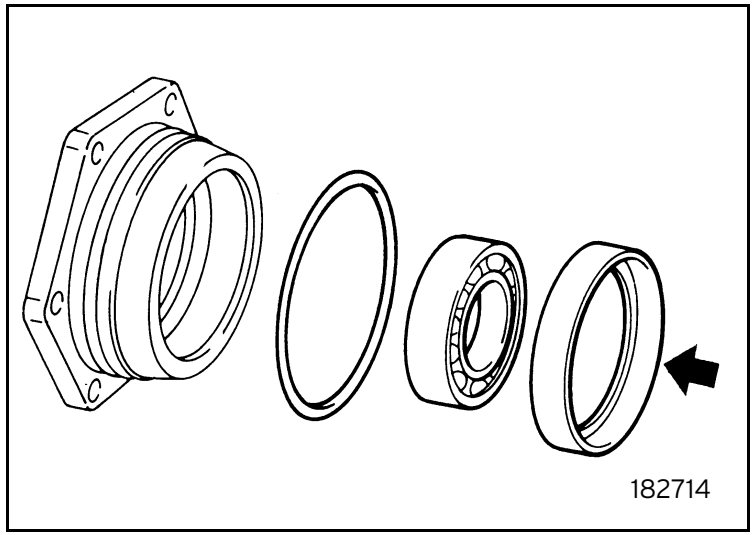

Fig. 14
- Fit the O-ring and the ball bearing. Then fit the roller bearing outer race on the hub (figure 14). Repeat the operation on the other hub.